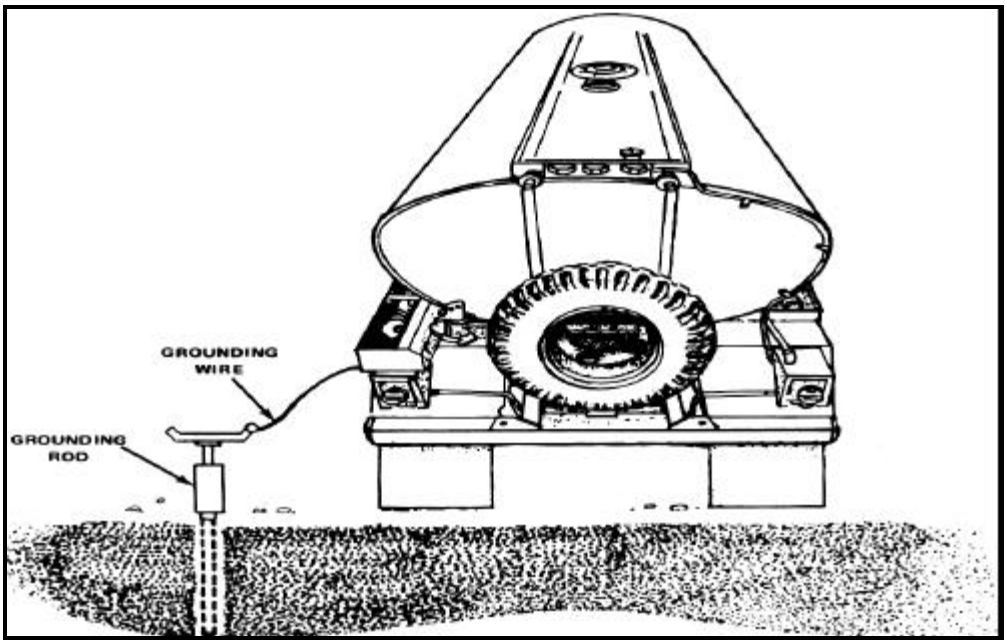

Figure 12-22. Grounding a tank vehicle
••Unwind the ground cable from the tank vehicle. Attach the cable clip to the grounding rod as shown in Figure 12-22, page 12-29.